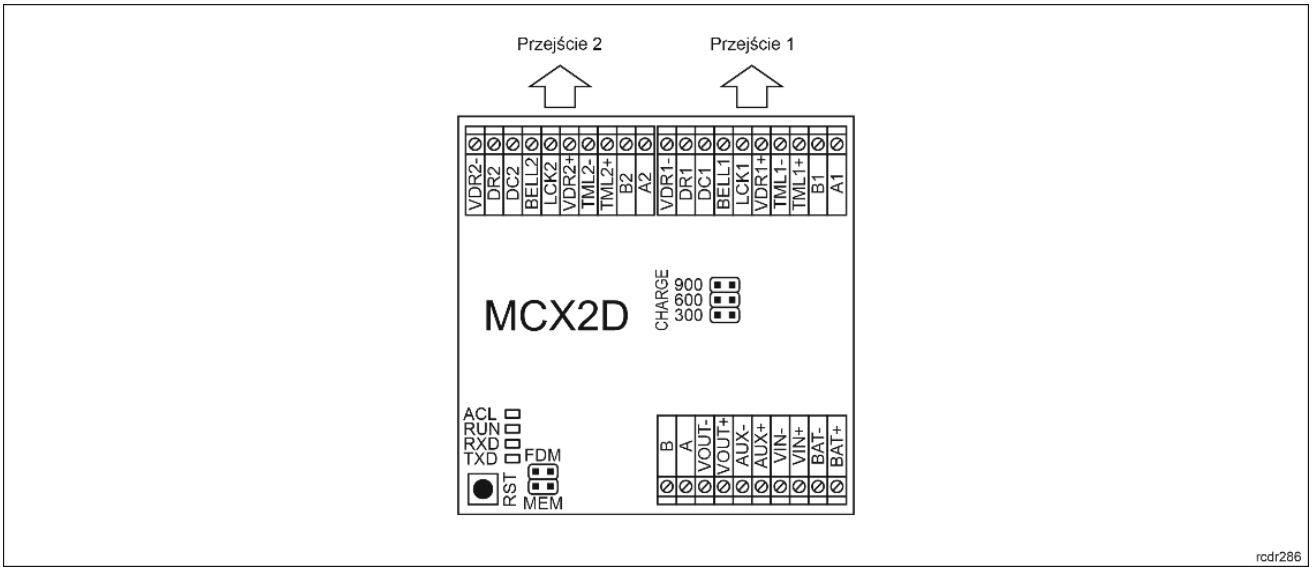

Rys. 2 Ekspander MCX2D
Ekspander umożliwia ładowanie akumulatora prądem o wartości 0,3A, 0,6A lub 0,9A d do poziomu napięcia z którego jest on zasilany (nominalnie 13,8V). Wybór prądu ładowania przeprowadza się przy pomocy zworek (rys. 2). W przypadku, gdy napięcie na akumulatorze spadnie do poziomu ok. 10V następuje jego odłączenie od modułu. Ponowne przyłączenie akumulatora może nastąpić dopiero po powrocie zasilania zewnętrznego 13,8V. Przy założeniu wymogu naładowania akumulatora do poziomu 80% w czasie 24h (zgodnie z normą PN-EN 60839), należy przyjąć następujące wartości prądu ładowania:
2. Zdejmij zworkę ze styków MEM (rys. 2) jeżeli jest założona.
2. Załóż zworkę na styki MEM (rys. 2).